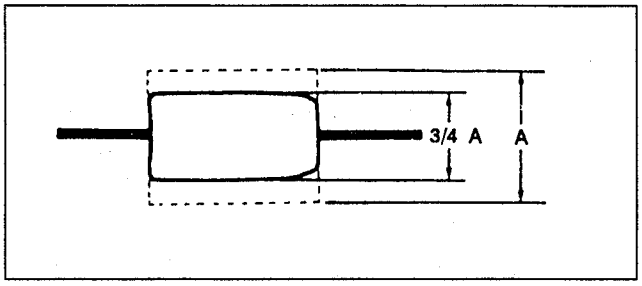

Fig. 44
1) Confirm that the amplitude of RF waveform is reduced to approx. 3/4 when the track shift mode is set (Fig. 44).